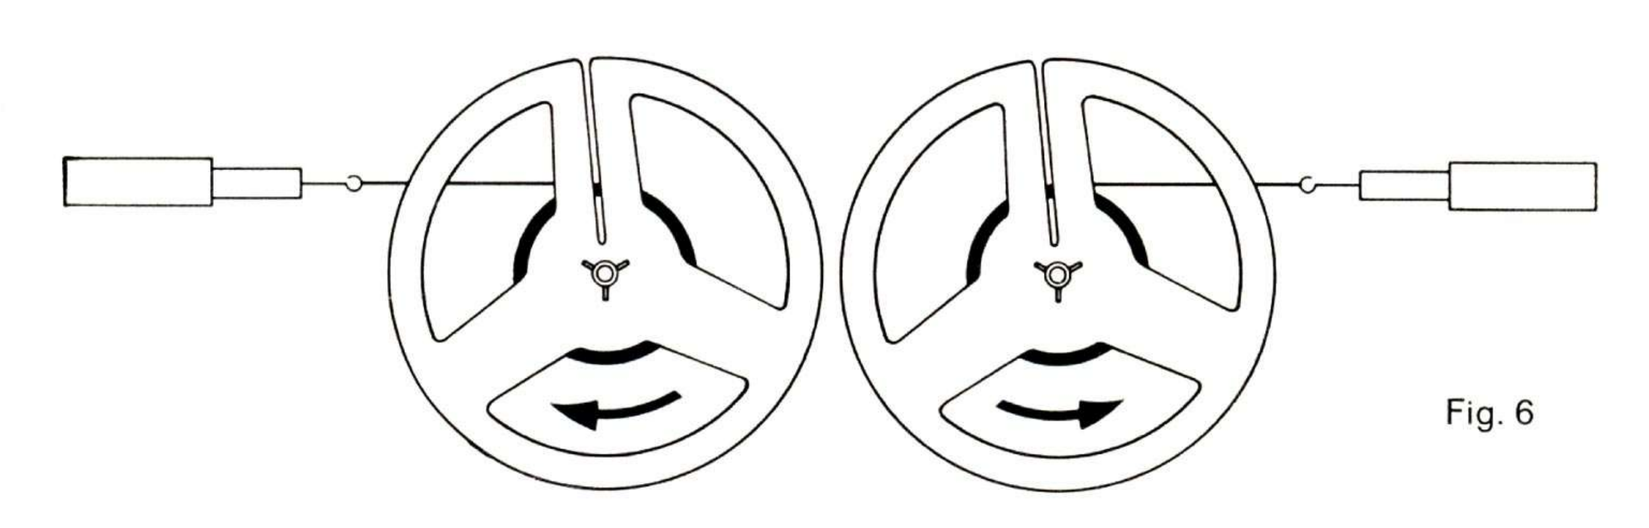

Fig. 6
1.21 Prüfung der Kupplungen (siehe Abb. 6)
1.21 Checking the Clutches (see Fig. 6)
1.21 Contrôle des accouplements (voir fig. 6)